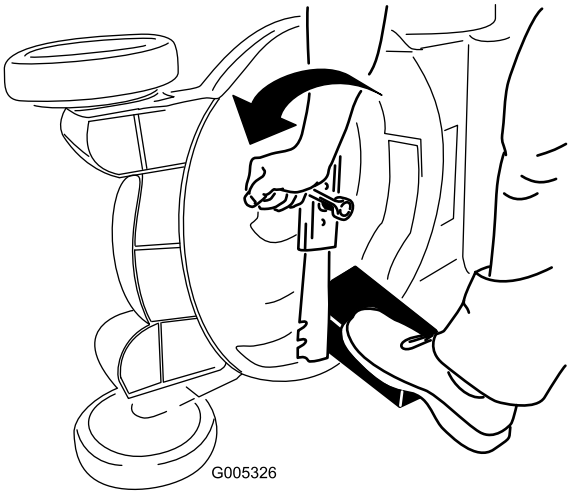

Figuur 46
3. Gebruik een blok hout om het mes stil te houden (Figuur 46).
4. Verwijder het mes en bewaar alle bevestigingselementen (Figuur 46).